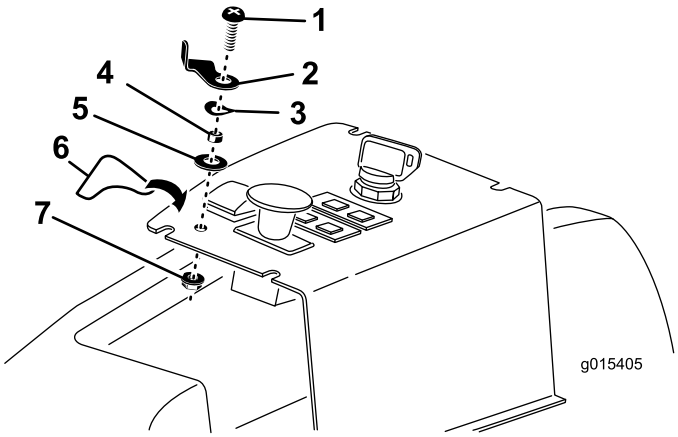

Figuur 13
3. Monteer de hefvergrendelingshendel (LIFT-LOCK), het afstandsstuk, de golfring en platte ring op de cilinderkopschroef van ¼ x 1 inch. Volg hierbij Figuur 13.
4. Breng de schroef van de hefvergrendelingshendel (LIFT-LOCK) aan op het gat in het bedieningspaneel en zet vast met een borgmoer. Plaats de hefvergrendelingshendel (LIFT-LOCK) zoals op Figuur 13 .
5. Plak de sticker van de hefvergrendelingshendel (LIFT-LOCK) op het bedieningspaneel, zoals wordt getoond in Figuur 13.